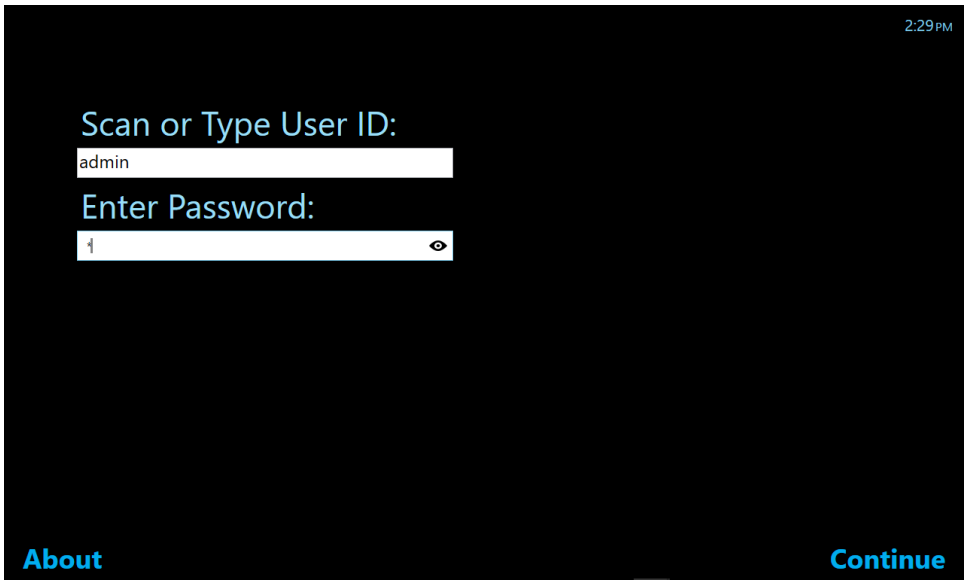

Figure 9. Enter User ID Screen
1. Scan or type in the User ID to initialize the instrument (Figure 9). If typing in the User ID or password (if required), press "Continue".